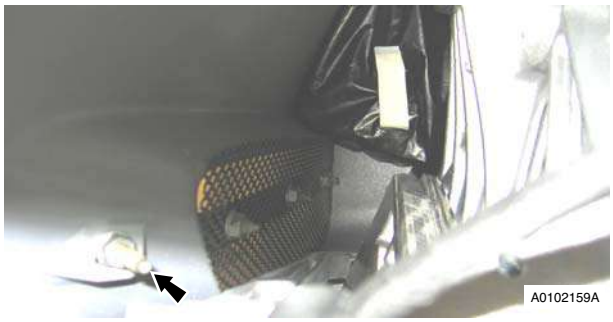

Figure 9
14. Remove side strake screw (x1) A-post (see Figure 9).